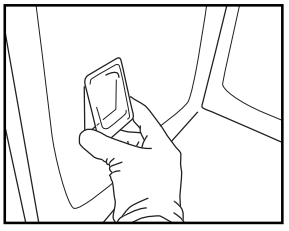

Рис. 9
5. Поставьте плафон на место и прижмите его к стенке, чтобы он оказался правильно зафиксированным (Рис. 9).